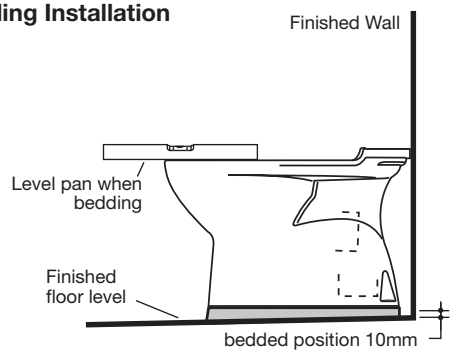

Fig. 2
**4-** Position pan and connect with pan connector and level pan into bedding mixture, so that the back of the foot of the pan is approximately 10mm above the finished floor. It is recommended that wedges are used to support the foot of the pan during the positioning, as detailed in **Fig. 2.**